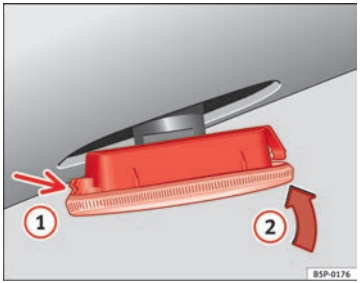

Fig. 173 Side turn signal
– First place the turn signal in the opening in the bodywork, fixing the tabs ⇒ fig. 173, arrow (1).
– Insert the turn signal as shown by the arrow (2) ⇒ fig. 173.